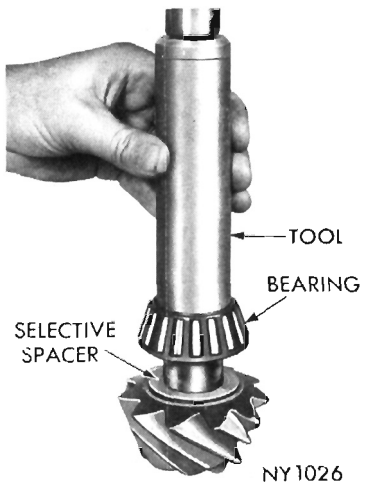

Fig. 19—Installing Pinion Shim and Rear Bearing Cone
(1) Place selected shim and rear pinion bearing cone on pinion stem. Using installing sleeve Tool C-3717, press bearing on pinion stem (Fig. 19).
(2) Hold drive pinion and bearing assembly in axle housing and install original preload shim (chamfered side toward shoulder), followed by front pinion bearing cone, pinion flange, belleville washer (convex side of washer up) and pinion nut.
(3) Position housing with nose up. Tighten pinion nut to 240 foot-pounds (minimum) with torque wrench C-485, using holding Tool C-3281 on pinion flange. Position holding Tool C-3281 in several positions to make a complete revolution while tightening. Remove holding tool and rotate pinion assembly several revolutions in both directions to align rollers. Recheck torque to 240 foot-pounds. Torque may have diminished as bearing rollers were aligned by rotating.
(4) Using inch pound torque wrench C-685, measure pinion bearing preload by rotating pinion with handle of wrench floating. Take readings while han-